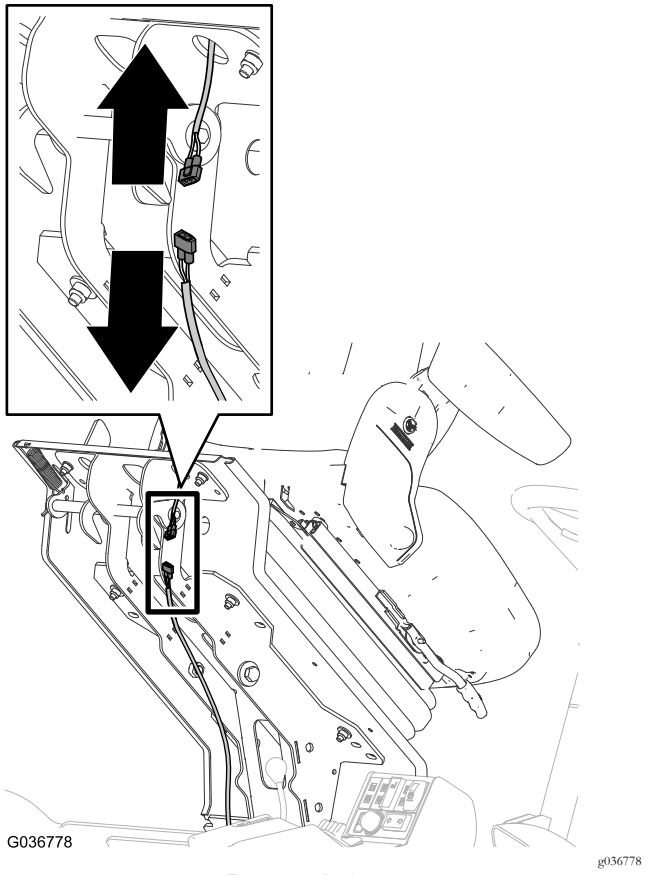

Rysunek 8
1. Odłącz złącze wiązki przewodów czujnika fotela od złącza wiązki przewodów maszyny (Rysunek 8)..